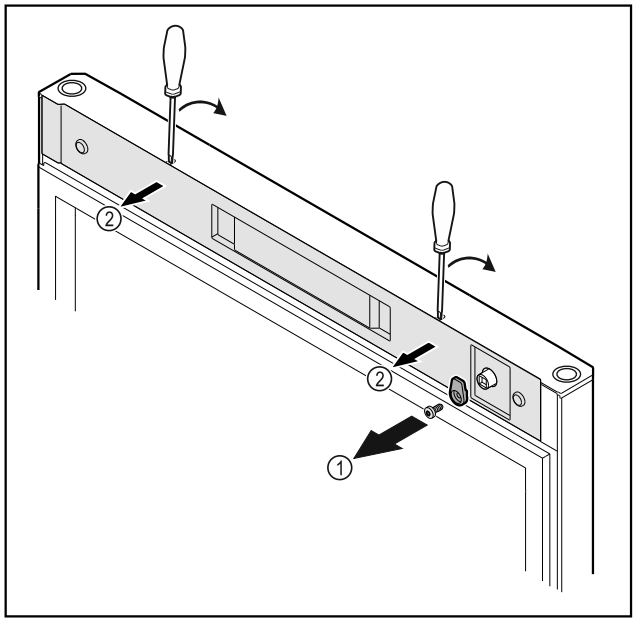

Fig. 12
▶ Deșurubați *Fig. 12 (1)* cârligul de închidere.
▶ Deblocați apărătoarea *Fig. 12 (2)* cu o șurubelniță mică și detașați-o.